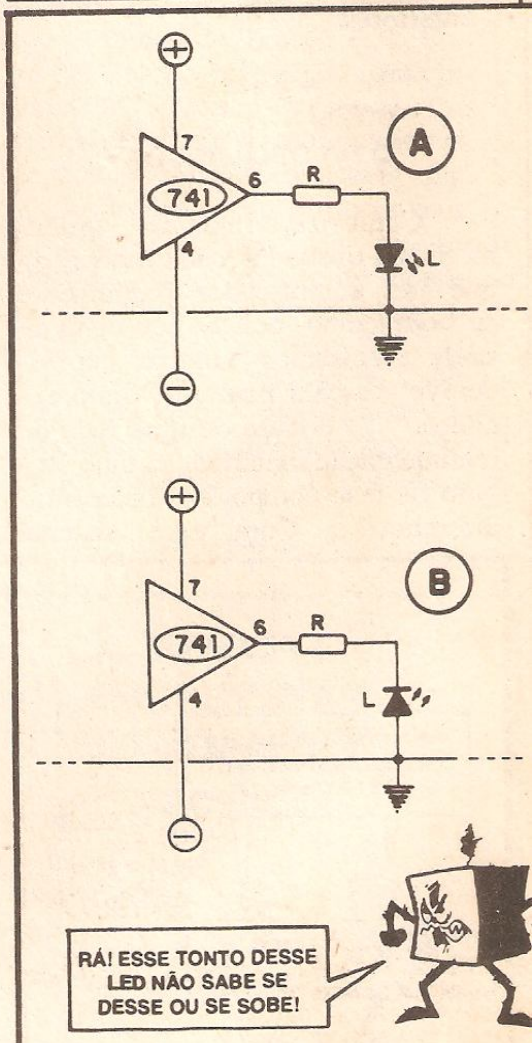

Fig.18
- **FIG. 18** - REFERENCIANDO A ENERGIZAÇÃO DE UM LED, NA SAÍDA DO 741, PELA LINHA DE "ZERO" VOLT - Obviamente, também podemos referenciar a energização de um LED acoplado ao pino 6 do 741, pela linha de "terra", de "zero" volt, ou "ponto central" da alimentação "gêmea", **split**... Observem que nesse caso, se por exemplo a alimentação geral situar-se em 9-0-9V, o maior potencial a ser desenvolvido sobre o conjunto LED/resistor será o de "meia fonte", ou seja: cerca de 9V (descontando ainda aqueles "velhos" 1 ou 2V que o 741 naturalmente "rouba" da excursão máxima de Saída...). O valor do resistor/limitador R, portanto, deverá ser calculado levando em conta essa condição de máxima Tensão, além